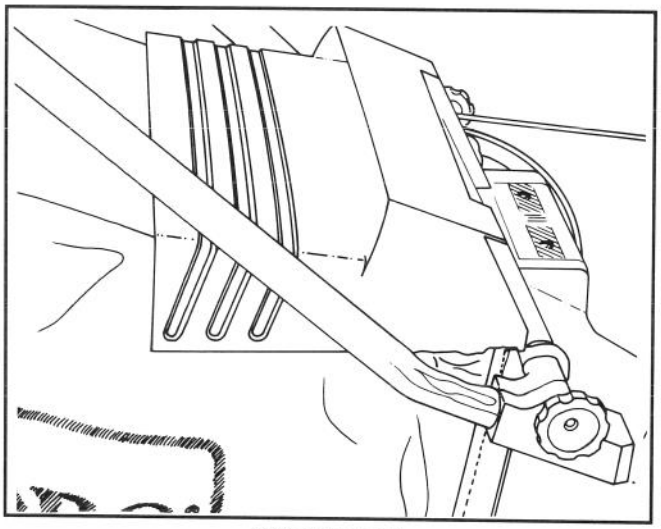

Afbeelding 6
2. Laat de kokerdeur op zak rusten (Afb. 6).